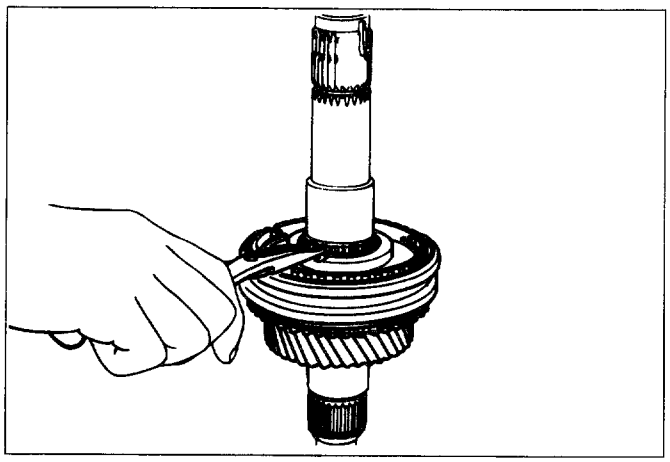

Fig. 7B-97
18. Needle bearing (Fig. 7B-98)
17. 1st block ring (Fig. 7B-98)